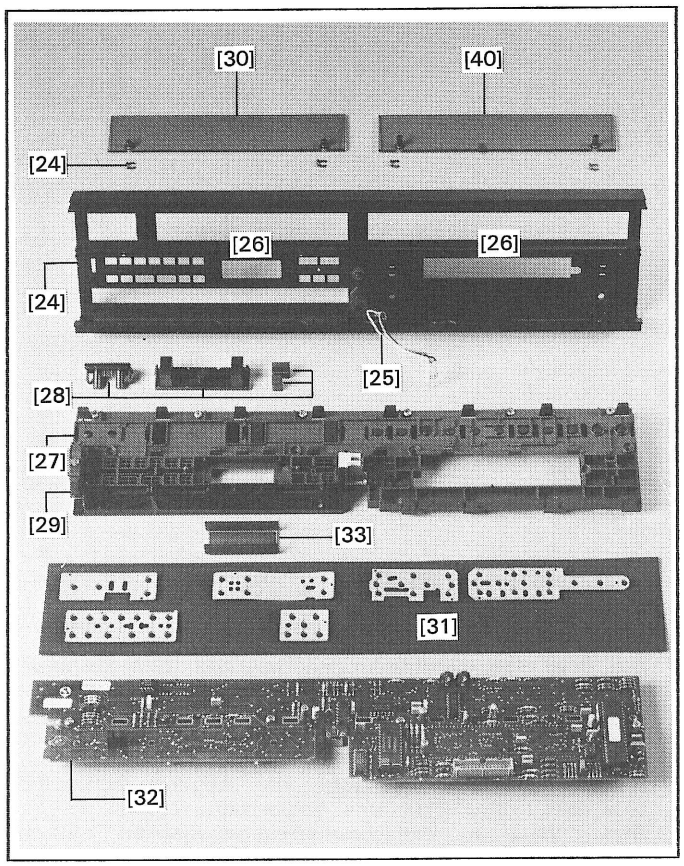
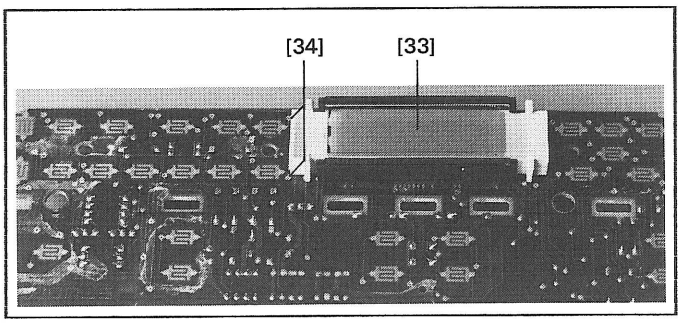

Fig.2.8
Fig.2.9
- FRONTPROFIL (24) mit:
-Kopfhörerbuchse (25)
-eingebauten Display-Schutzgläsern (26)
- BEDIENUNGSCHASSIS (27) mit:
-abnehmbaren Tasten (28)
-Klappenmechanismus (29) für das Abdeckglas (30)
-Schalter-Kontaktmatten (31)
- MICROPROCESSOR BOARD (32)
Beim Ausbauen des MICROPROCESSOR BOARD's kann das **LC-Display (33) herausfallen!** Bestehend aus einem kleinen Glasstück, liegt es auf zwei leitenden Gummistreifen (34), die wiederum nur auf dem MICROPROCESSOR BOARD aufliegen (Fig.2.8, Fig.2.9).